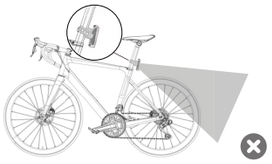

Figure 6
2. The seatpost mount has a specific correct orientation. Installing it in the wrong direction will make the radar face the ground, failing to meet the requirements for vehicle monitoring. Please refer to Figure 6 for details. The radar coverage area is shown in the figure below.